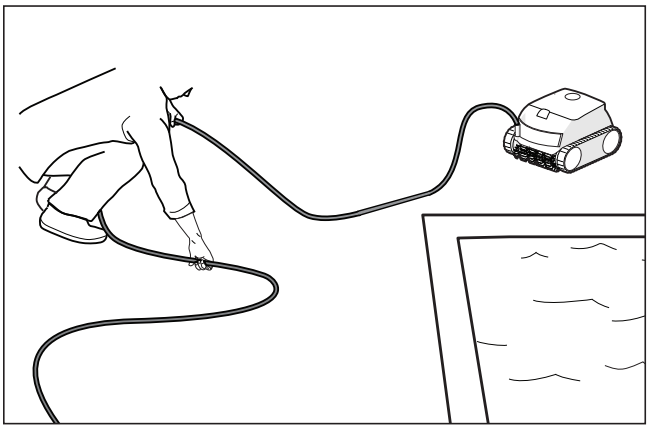

Figura 10. Desenrede el cable de alimentación
4. Retire el limpiador de la piscina y elimine nudos y torceduras del cable de alimentación. Comience por el extremo de la cabeza del limpiador. Coloque el cable al sol para que pierda marcas de enredos y torceduras (Figura 10).